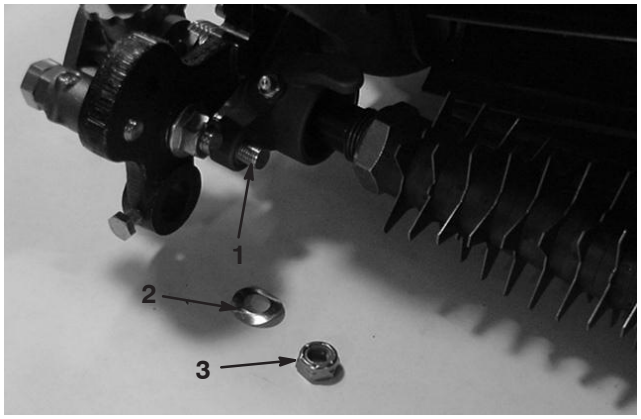

Figure 37
4. Remove the locknut and spring washer securing the height-of-cut arm assembly rod end to the groomer drive assembly (Fig. 37).